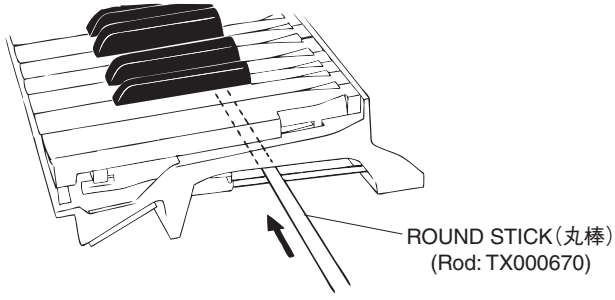

Fig. 17（図17）
* ***After inserting a round stick (Rod:TX000670) between the frame and the keys, remove the circuit boards. (Fig. 17)***
※ シートをはずす前に、接点ゴムを歪ませないように、フレームとハンマーの間に丸棒（ロッド：TX000670）を挿入しておきます。(図 17)